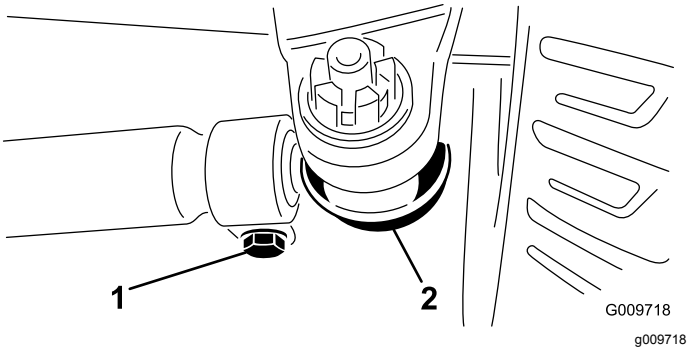

**Figuur 71**
2. Om het toespoor af te stellen, moet u de borgpen en moer van één van de kogelverbindingen van de trekstang (Figuur 71) verwijderen en de kogelverbinding van de trekstang verwijderen van de steun van de differentieelbehuizing.
3. Draai de klemmen aan beide uiteinden van de spoorstangen los (Figuur 71).
4. Draai de losgemaakte kogelverbinding een (1) volledige slag naar binnen of naar buiten en maak de klem vast aan het vrije uiteinde van de trekstang.